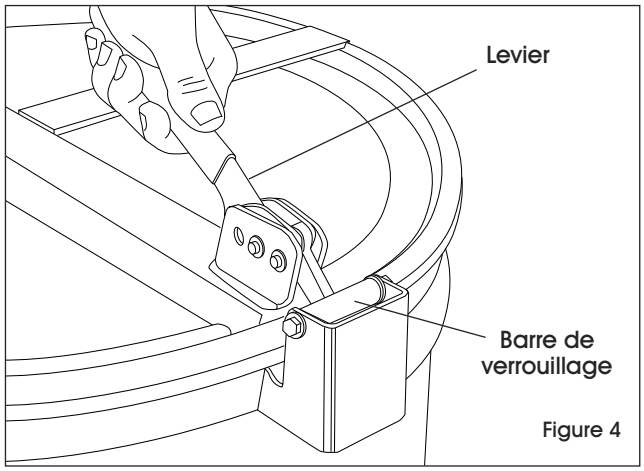

Figure 4
4. Une fois que l'anneau est fixé au baril, poussez sur le levier d'une main pour l'accrocher sous la barre de verrouillage. En cas de besoin, ajustez la barre de verrouillage avec la clé de 10 mm pour que le crochet puisse passer en dessous. (Voir Figure 4)